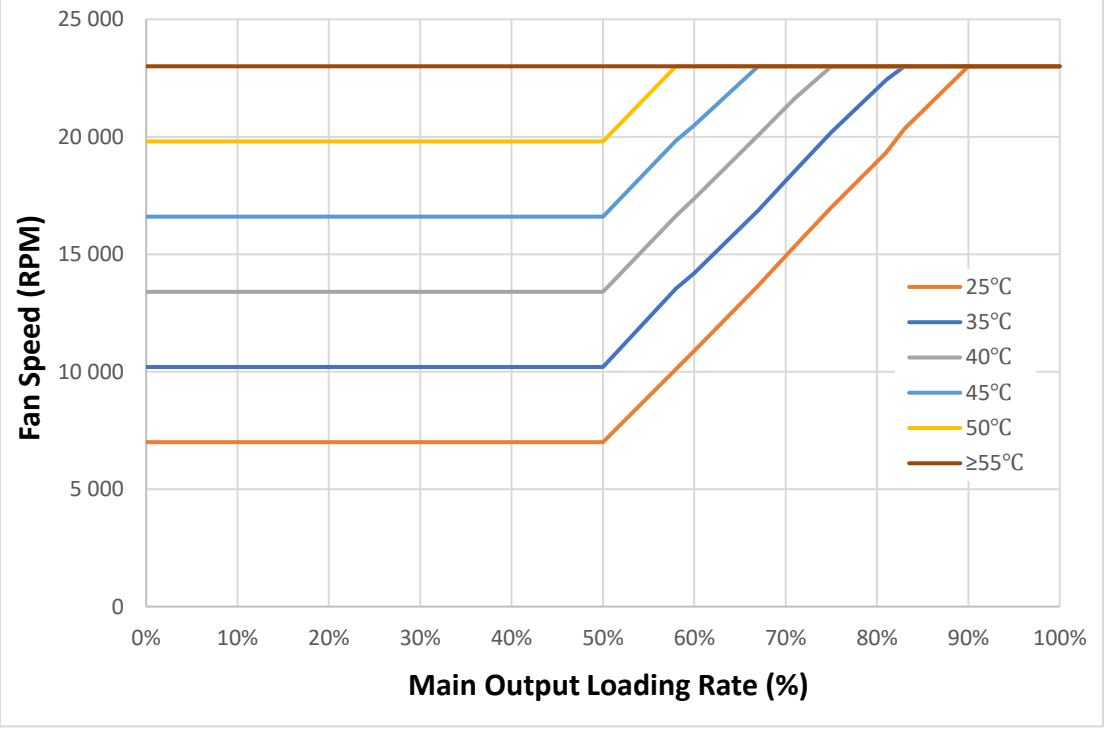

Figure 12. Fan speed vs main output load
- Load depending Fan Speed curve, see *Figure 12*.